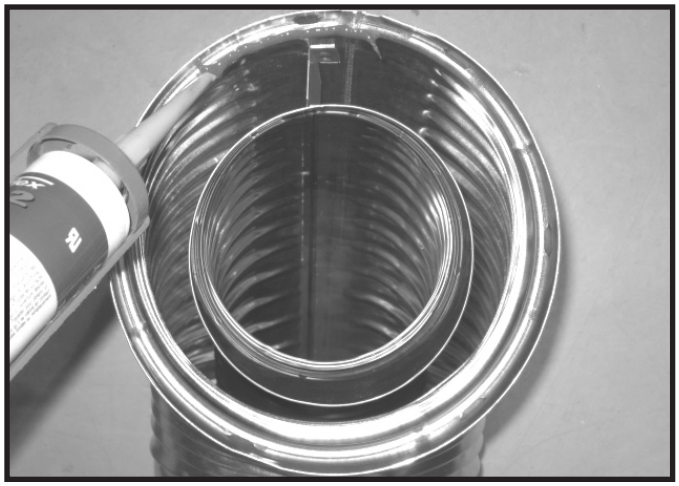

Figure 7.1 High Temperature Silicone Sealant
- Align the seam of the pipe and seam of collar to allow engagement. Rotate the vent component to lock into place. Use this procedure for all vent components. See Figure 7.1.
- Apply a bead of silicone sealant (300 ºF minimum continuous exposure rating) inside the female outer pipe joint prior to joining sections. See Figure 7.1 **OR**